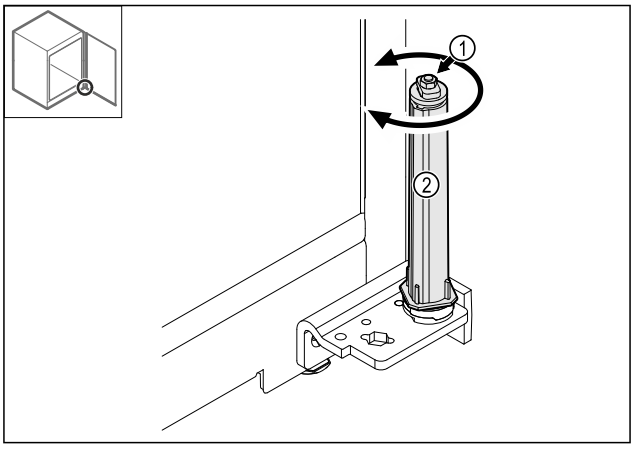

Fig. 40
▶ Verschraubung *Fig. 40 (1)* des Schließsystems nicht zerlegen.
▶ Schließsystem *Fig. 40 (2)* drehen, bis es klickt.